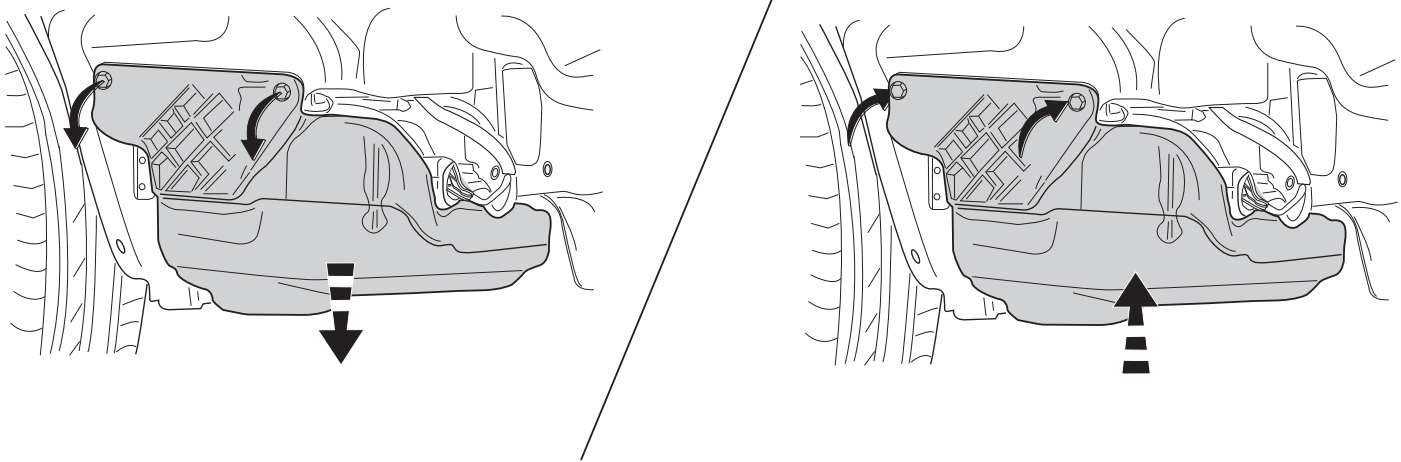

Fig.2
2. Снять если имеется/имеются указанные детали. См. рисунок 2.
7. Установить если имеется/имеются указанные детали. См. рисунок 2.